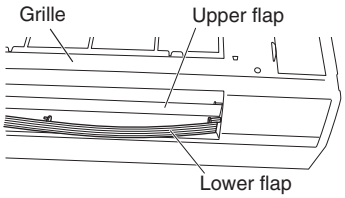

Fig. 3-14
(5) Remove the lower flap by disengaging 4 pins of the lower flap in order. (Figs. 3-14 and 3-15)